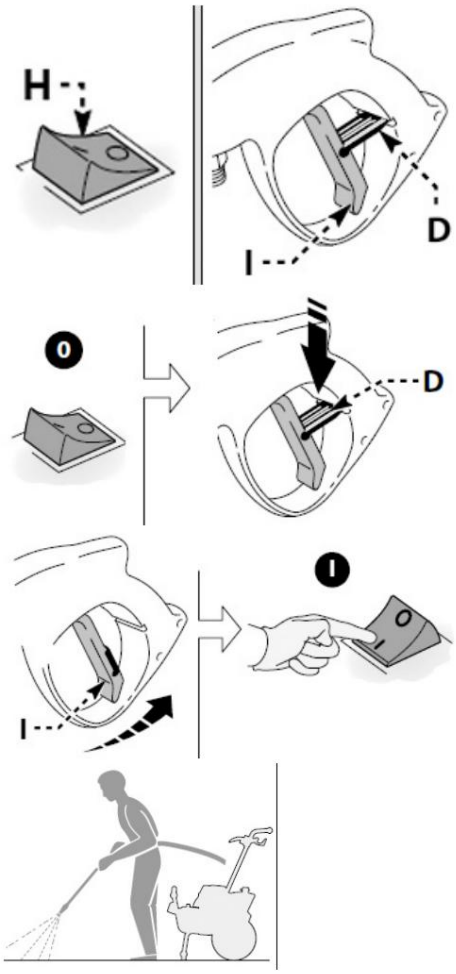

Fig. 9: Panel de control
Interruptor del dispositivo (Pos. H, Fig. 9)
Palanca de pistola (elemento I, fig. 9).
9.2 Encendido (Fig. 9)
Paso 3: Suelte el bloqueo (Pos. D, Fig. 9) de la pistola.
9.3 Apagado (Fig. 9)
Paso 3: El mecanismo de bloqueo (Pos. D, Fig. 9) de la pistola prensa.
9.4 Reinicio (Fig. 9)
Paso 1: El mecanismo de bloqueo (Pos. D, Fig. 9) de la pistola resolver.
9.5 Desmantelamiento (Fig. 9)
Paso 6: El mecanismo de bloqueo (Pos. D, Fig. 9) de la pistola Presione nuevamente.